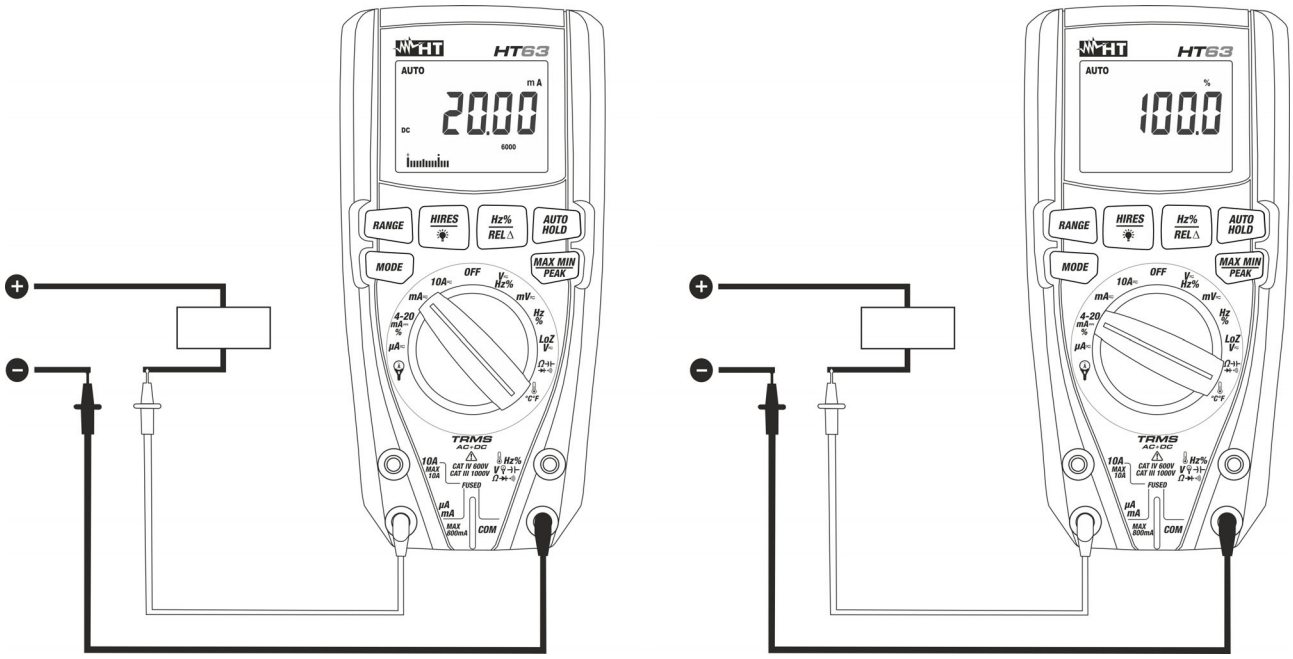

Fig. 10: Utilisation de l'instrument pour la mesure de courant DC et la lecture 4-20mA%
4. Connecter l'embout rouge et l'embout noir en série au circuit duquel on veut mesurer le courant en respectant la polarité et la direction du courant dont à la Fig. 10.
6. La valeur du courant DC (voir Fig. 10 – partie gauche) s'affiche à l'écran
7. La valeur de la lecture 4-20mA% (0mA = -25%, 4mA = 0%, 20mA = 100% e 24mA = 125%) (voir Fig. 10 – partie droite) s'affiche à l'écran. Le diagramme à barres analogique n'est pas actif dans cette fonction
9. L'affichage du symbole "**-**" sur l'écran de l'instrument indique que le courant a une direction opposée par rapport à la connexion de Fig. 10.